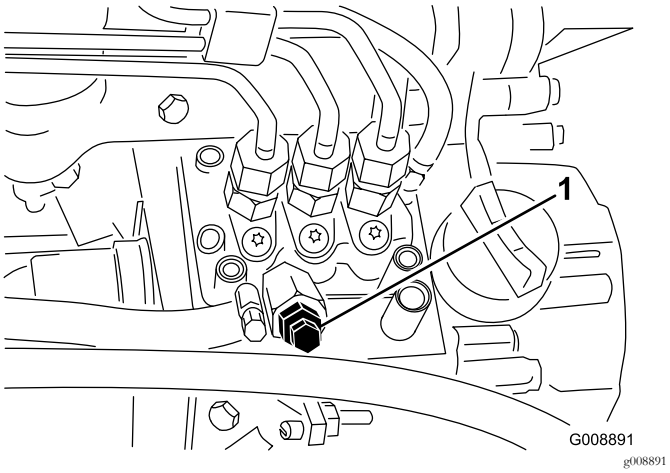

Figur 43
4. Öppna avluftarskruven på insprutningspumpen (Figur 43).